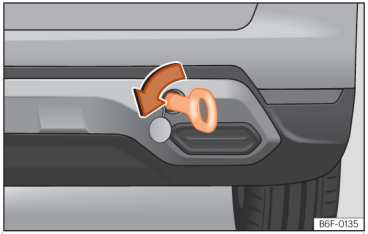

Abb. 166 Auf der rechten Seite des hinteren Stoßfängers: Eingeschraubte Abschleppöse.
- Drehen Sie die Abschleppöse **entgegen dem Uhrzeigersinn** so fest wie möglich in die Aufnahme ››› (Abb. 166) , ››› S. 279. Verwenden Sie ein geeignetes Hilfsmittel, um die Abschleppöse festzuziehen.